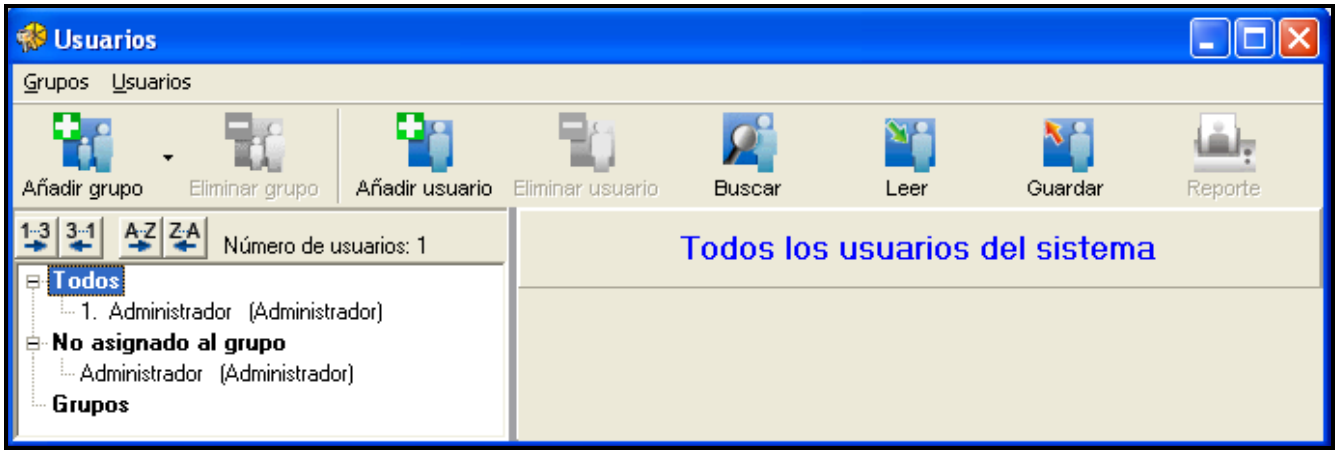

Fig. 24. Vista de la ventana USUARIOS antes de añadir el usuario.
1. Hacer clic con el puntero del ratón sobre el botón designado USUARIOS disponible sobre la barra de menú del programa (ver: fig. 22). La ventana USUARIOS se abrirá (ver: fig. 24).
20. Finalizar el proceso de adición del usuario haciendo clic con el puntero del ratón sobre el botón GUARDAR (ver: fig. 24).
1. Hacer clic con el puntero del ratón sobre el botón designado USUARIOS disponible en la barra de menú del programa (ver: fig. 22). La ventana USUARIOS se abrirá (ver: fig. 24).
1. Hacer clic con el puntero del ratón sobre el botón USUARIOS disponible en la barra de menú del programa (ver: fig. 22). La ventana USUARIOS se abrirá (ver: fig. 24).